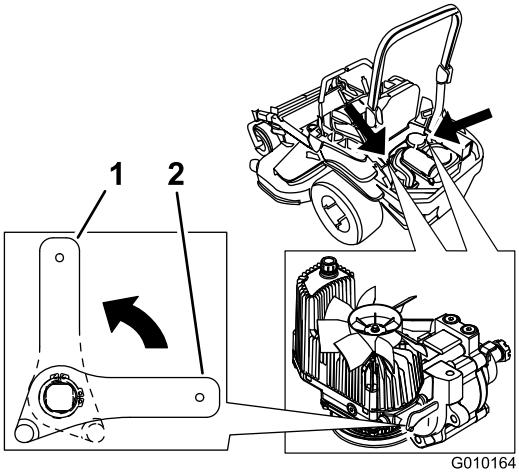

Figur 37
2. Drej udløsningsventilernes greb lodret for at skubbe maskinen. Derved får hydraulikolien mulighed for at løbe uden om pumpen, hvilket gør hjulene i stand til at dreje (Figur 37).
4. Drej udløsningsventilernes greb vandret for at køre maskinen (Figur 37).